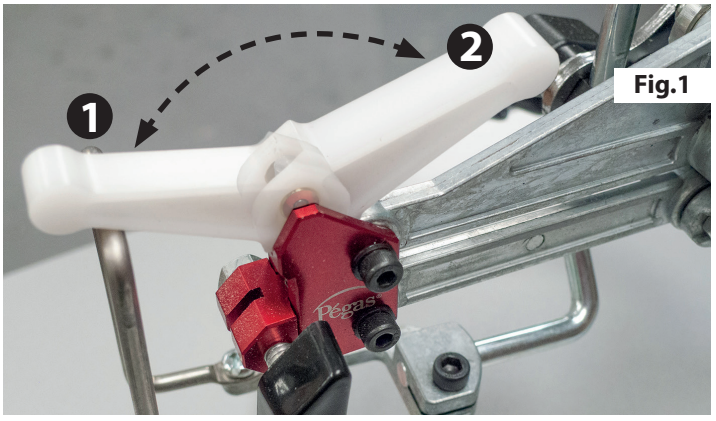

Fig.1
1. Remove an Installed, worn or broken blade by flipping the blade tension lever forward (position **(1)**, then loosening the thumbscrews **(a)** and **(b)**, on the upper and lower blade mounts **(c)** and **(d)** (See Fig. 1 to 3).